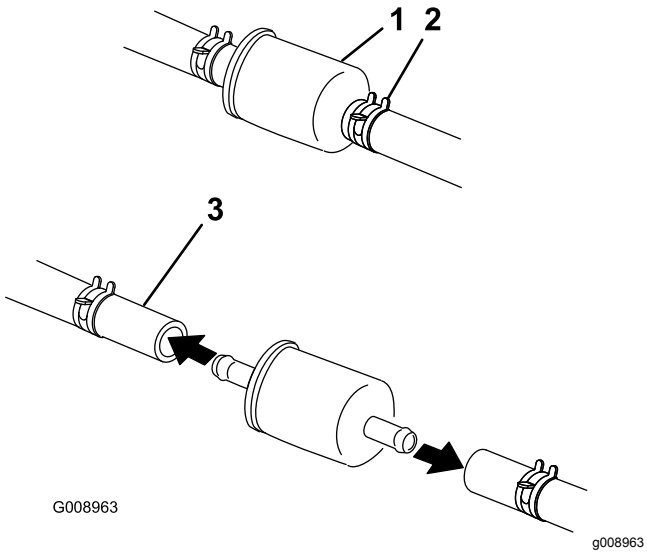

Figur 69
5. Udskift brændstoffilteret (Figur 69).